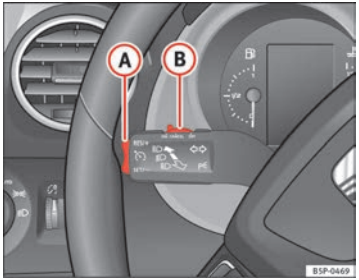

Fig. 153 Indicator and main beam headlight lever: switch and rocker switch for the cruise control
– Press the upper part **RES/+** of the rocker switch ⇒ fig. 153 (A) to increase the speed. The vehicle will continue to accelerate as long as you keep the rocker switch pressed. When you release the switch, the new speed is stored.
Control of the set speed is switched off if you reduce speed by depressing the brake pedal. You can reactivate the control by pressing once on the upper part of the rocker switch **RES/+** ⇒ page 189, fig. 153 (A).